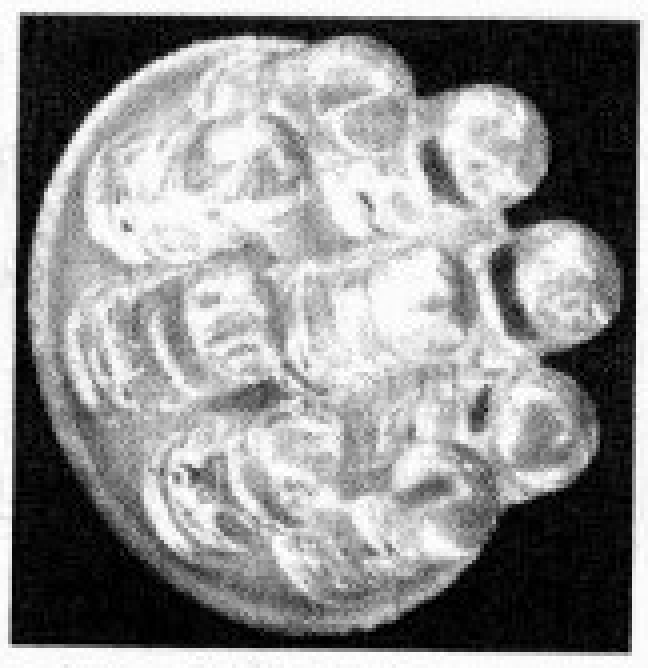

图6 焊接好的发光板
6.以节能灯灯头的内径为直径剪一圆形硬纸板，将发光二极管从纸板的一侧插到纸板上。为使发光均匀和美观，发光管最好呈同心圆且等距排列（图6），再用细导线在纸板的另一侧并联焊接所有发光管。